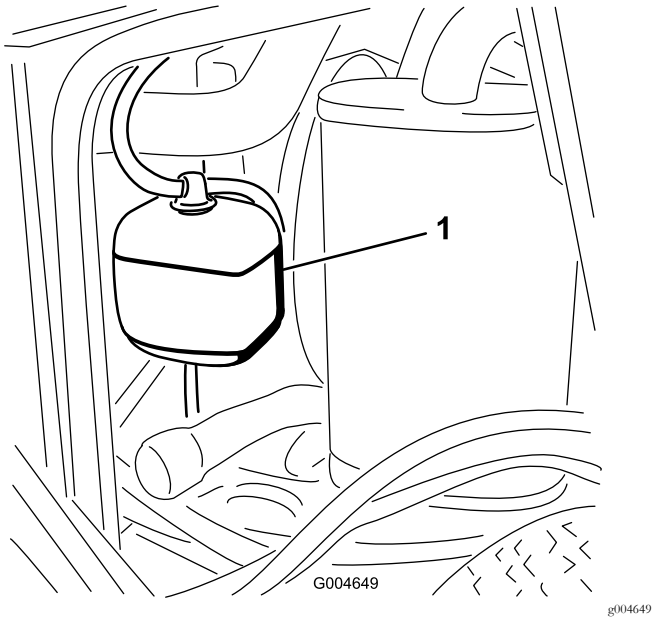

Rysunek 47
1. Sprawdź poziom płynu chłodzącego w zbiorniku rozprężnym (Rysunek 47).